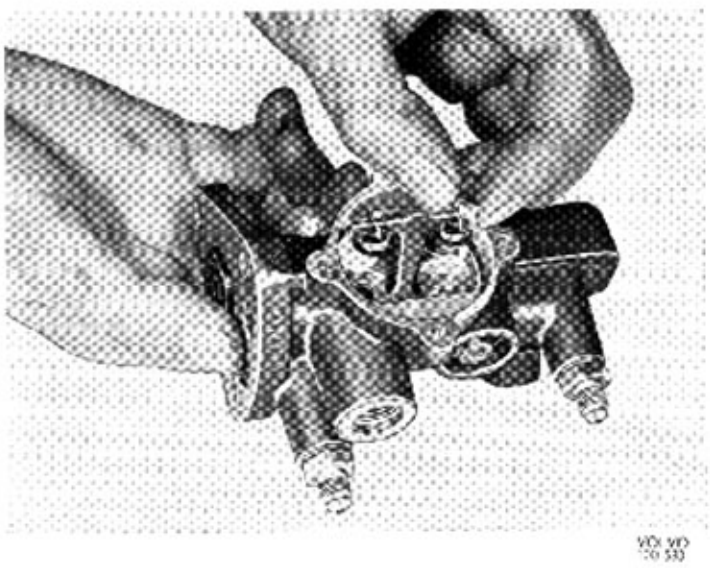

Bild 54-3. Borttagning av ventilarm
3. Ta bort locket (7) från ventilhuset (6). Skruva ur skruvarna (10) och lyft ur bygel (11) och fjäder (4). Tryck försiktigt på reglercylinderns propp och lyft upp ventilarmen; se bild 54-3.
3. Sätt ventilerna (2 och 12 bild 54-1, och 54-11) på ventilarmen (3) och sätt enheten på sin plats i huset; jämför bild 54-3. Sätt på fjädern (4), bygeln (11), brickorna och skruvarna (10). Dra skruvarna med ett moment av 0,3—0,4 kpm (2—3 ftlb). Prova funktionen genom att trycka reglerkolven fram och tillbaka, varvid ventilerna skall öppna respektive stänga. I normalt läge skall ventilen närmast flänsen vara öppen och den andra stängd. Sätt på packningen samt locket med vakuumledningen. Åtdragningsmomentet för skruvarna är 0,3—0,4 kpm (2—3 ftlb).